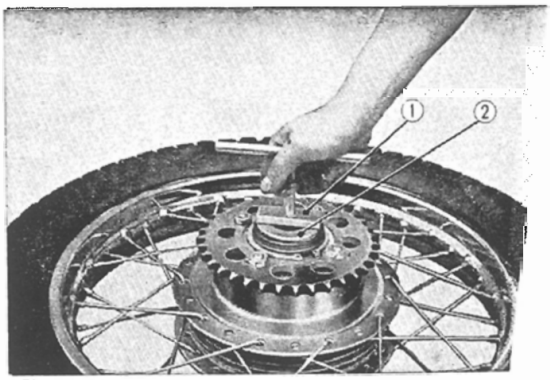

Fig. 4.93 Removing the bearing retainer
① 73.8 mm circlip ② Final driven sprocket
③ 10 mm nut
6. Use the special tool (rear weel bearing retainer wrench) and remove the rear wheel bearing retainer. Pull out the 6304Z and 6305Z ball bearings, and rear axle spacing collar. **(Fig. 4.93)**